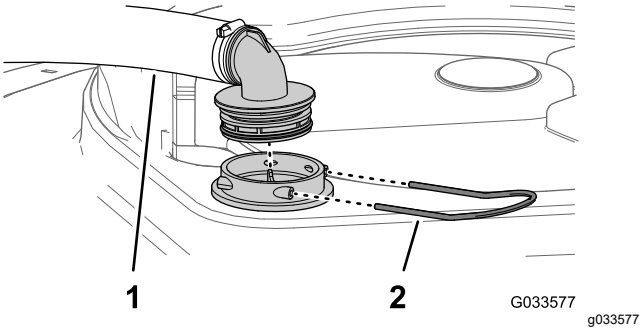

Figur 107
2. Ta bort hållaren som fäster slangnippeln på den stora slangen och filterkåpan på tankens ovansida (Figur 107).
3. Ta bort slangen och slangnippeln från filterkåpan (Figur 107).